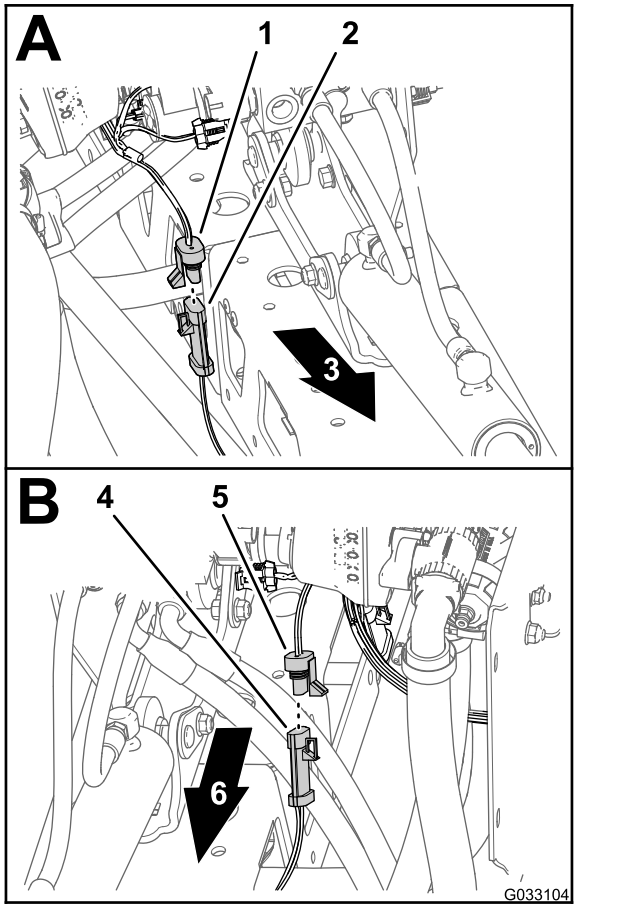

Figur 33
1. Kobl konnektoren med 3 sokler på ledningsnettet til den soniske bom fra konnektoren med 3 ben på kablet til den højre ultrasoniske sensor (Figur 33).
2. Kobl konnektoren med 3 sokler på ledningsnettet til den soniske bom fra konnektoren med 3 ben på kablet til den venstre ultrasoniske sensor (Figur 33).